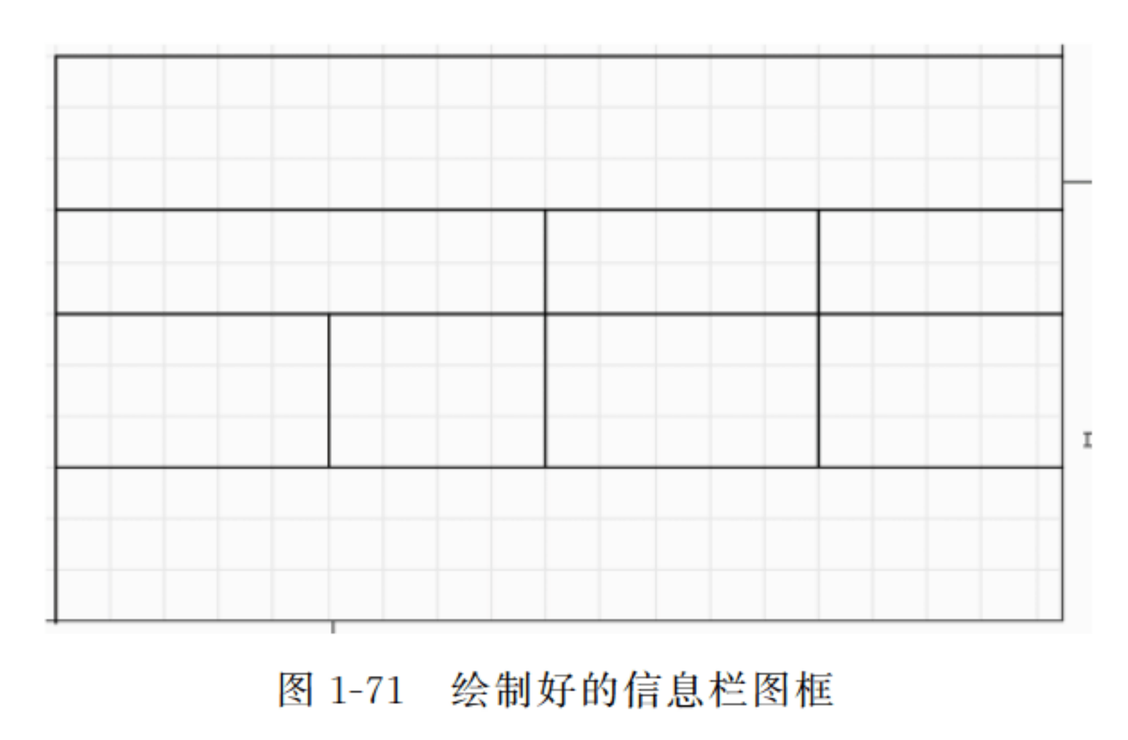

图 1-71　绘制好的信息栏图框
(3) 设计模板。单击工具栏中的“绘图工具”按钮，在弹出的下拉列表中单击“放置线条”按钮，开始描绘图纸信息栏图框(图框风格具体根据自己公司的要求进行设计。注意，不能使用 Wire 命令来绘制导线，建议将线型修改为 Samllest，颜色修改为黑色)。绘制好的信息栏图框如图 1-71 所示。
(4) 添加信息栏各类信息，这里放置的文本有两种类型，一种是固定文本，另一种是动态信息文本。固定文本一般为信息栏标题文本，例如，在第一个框中要放置固定文本